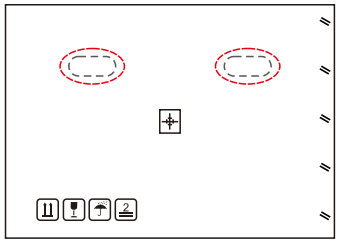

图3.3 用于移动逆变器的手柄显示为红色圆圈
1. 下面的红色圆圈表示产品包装上的镂空。以便于搬运逆变器纸箱（参见图3.3）。